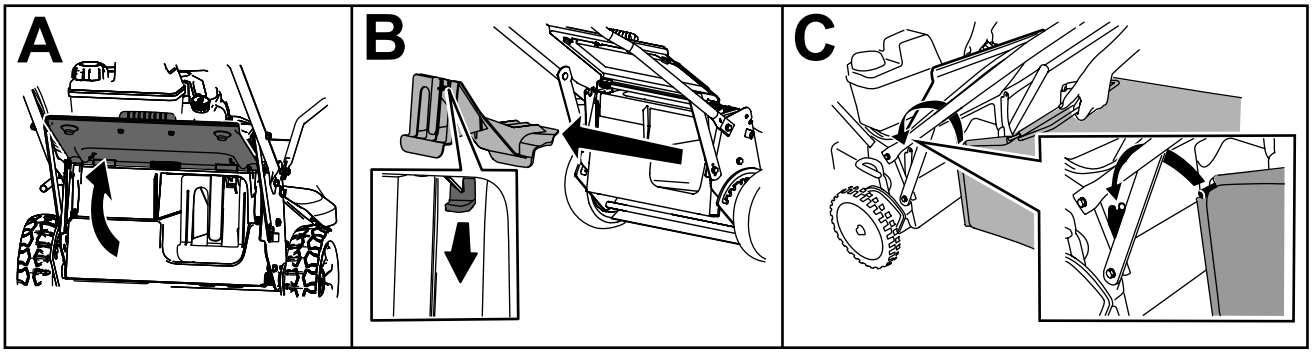

Figura 18
1. Levante y sujete el deflector trasero (Figura 18, A).
2. Retire el tapón de descarga trasero presionando hacia abajo sobre el enganche con el dedo pulgar y extrayendo del tapón de la máquina (Figura 18, B).
3. Instale la varilla de la bolsa en las muescas de la base del manillar y mueva la bolsa hacia adelante y hacía atrás para verificar que la varilla está asentada en el fondo de cada muesca (Figura 18, C)